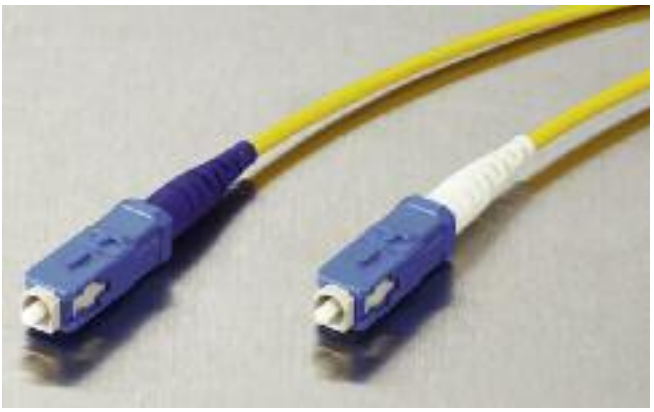

Figure 4.30 – UPC Connectors | Photo LAN620
- UPC and APC connectors available (Figure 4.30 and 4.31)